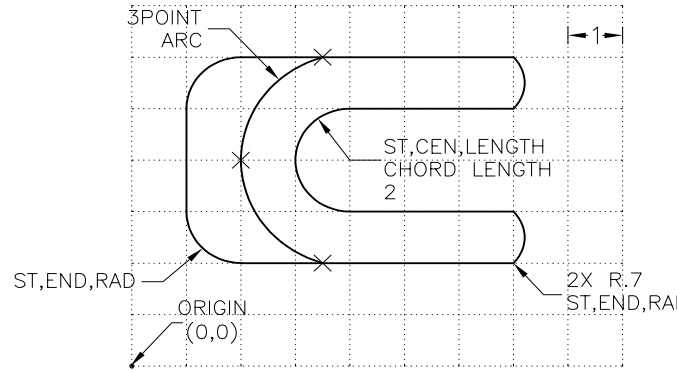

Figure 3-18 Drawing for Exercise 5(b)
b. Draw the profile shown in Figure 3-18. The distance between the dotted lines is 1.0 unit. Create the radii as indicated in the drawing by using the **Arc** tools.